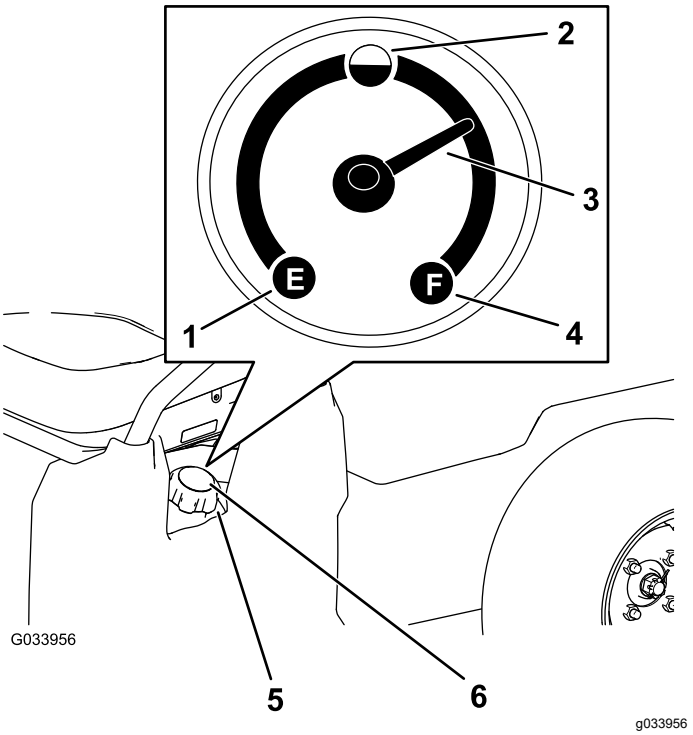

Bild 14
5. Reinigen Sie den Bereich um den Tankdeckel (Bild 14).